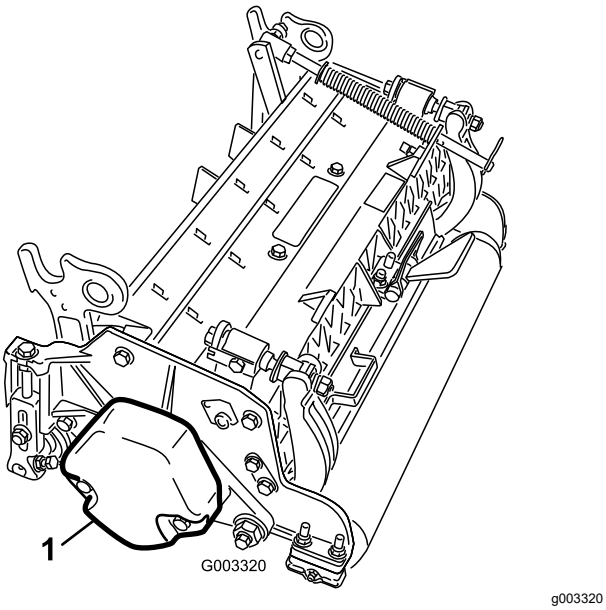

Figuur 9
5. Zorg ervoor dat het contragewicht (Figuur 9*) wordt gemonteerd aan het juiste uiteinde van het maaidek volgens de instructies in de Gebruikershandleiding van het maaidek*.